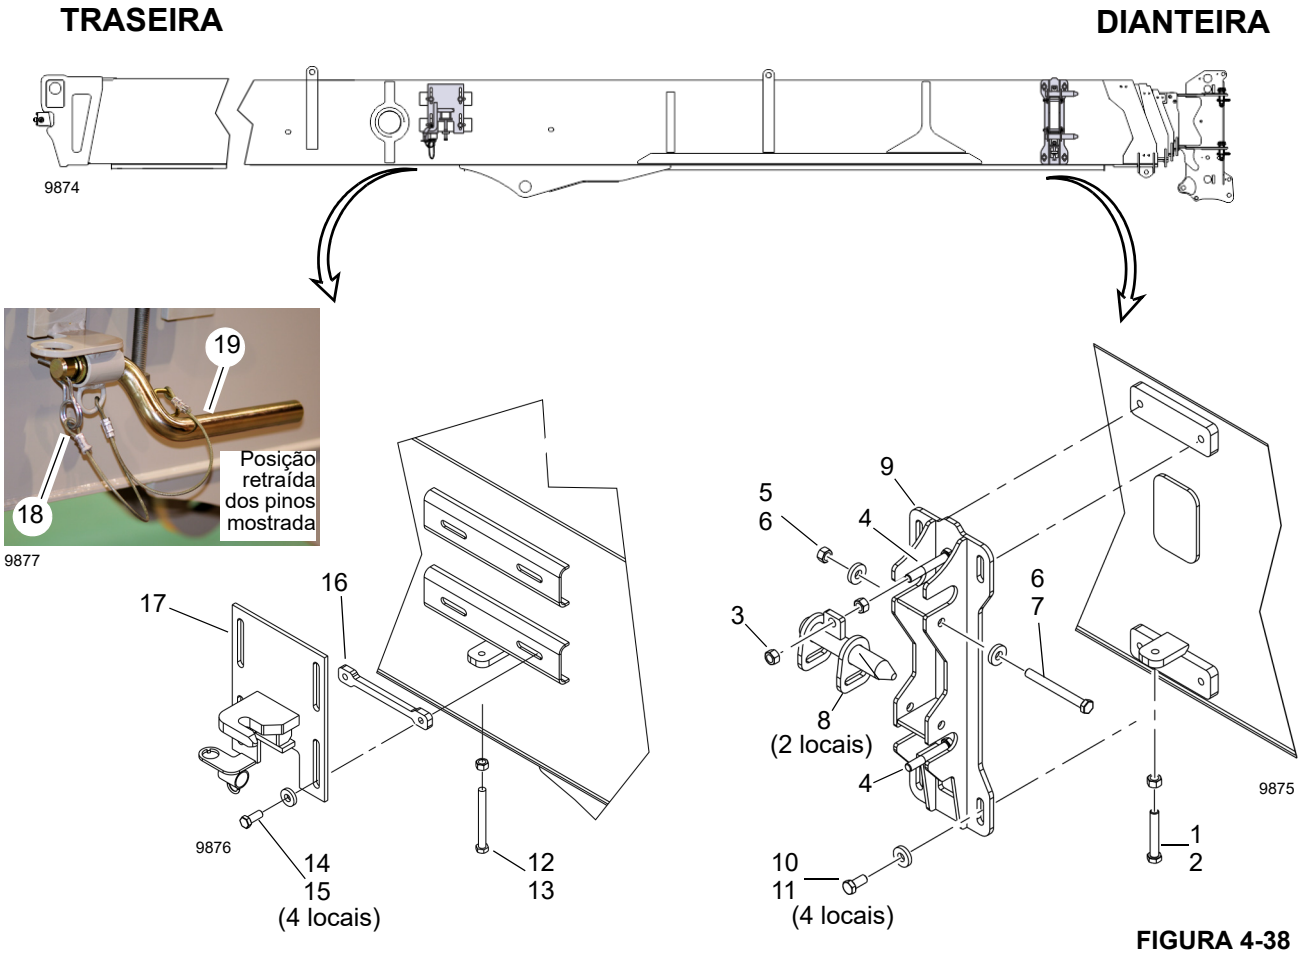
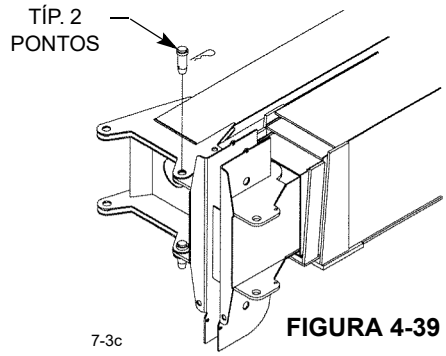
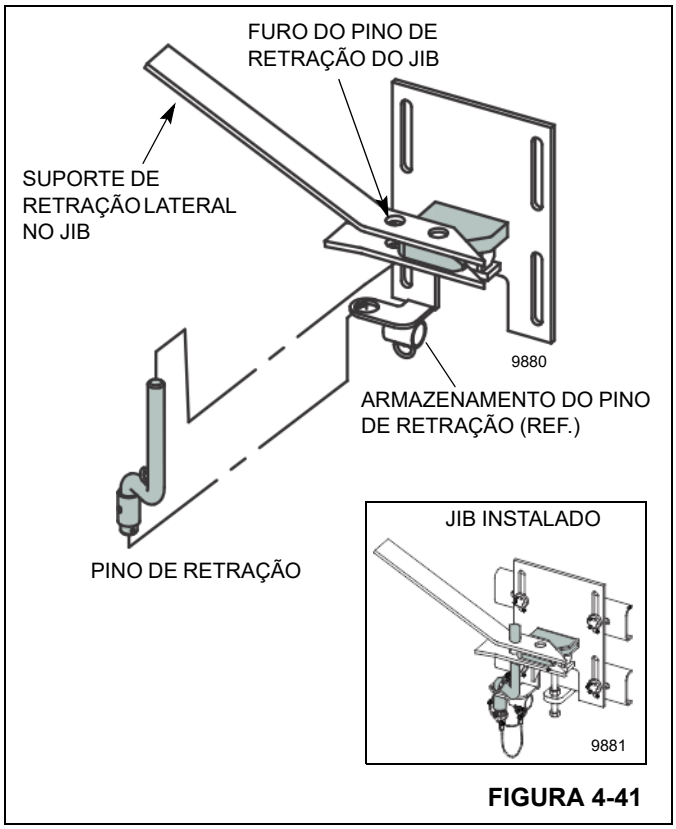

FIGURA 4-38
FIGURA 4-39
FIGURA 4-41
2. Solte a porca sextavada (1, Figura 4-38) e o parafuso (2).
3. Remova as porcas (3) dos parafusos prisioneiros (4).
4. Remova as porcas (5), as arruelas (6), os parafusos (7) e pinos (8) do conjunto do suporte dianteiro (9).
5. Remova os parafusos (10), as arruelas (11) e o conjunto do suporte dianteiro (9) da seção da base da lança.
1. Instale o conjunto do suporte dianteiro (9, Figura 4-38) usando arruelas (11) e parafusos (10).
2. Instale os pinos (8) no suporte de montagem dianteiro (9) usando parafusos (7), arruelas (6) e porcas (5).
3. Instale as porcas (3) nos parafusos prisioneiros (4).
4. Aperte a porca (1) e os parafusos (2) conforme necessário.
2. Se necessário, remova o grampo de mola (18, Figura 4-38) do pino de retração (19). Instale o grampo de mola e o pino de retração na posição de retraída para facilitar a remoção.
3. Solte o parafuso (12) e a porca (13).
4. Remova os parafusos (14), as arruelas (15), a placa (16) e o conjunto de montagem do jib traseiro (17).
1. Se necessário, remova o grampo de mola (18, Figura 4-38) do pino (19). Instale o grampo de mola e o pino de retração na posição de retraída para facilitar a instalação.
2. Instale a placa (16) e o conjunto de montagem do jib traseiro (17) usando arruelas (15) e parafusos (14).
3. Aperte o parafuso (12) e a porca (13) conforme necessário.
2. Usando um guindaste auxiliar adequado, eleve o conjunto do jib e alinhe e prenda o jib à cabeça da polia da lança (Figura 4-39).
a. Solte os parafusos (14, Figura 4-38).
b. Ajuste o parafuso (12) e a porca (13) conforme necessário para ajustar a altura do suporte.
c. Aperte os parafusos (14).
a. Solte os parafusos (10, Figura 4-38).
b. Ajuste o parafuso (2) e a porca (1) conforme necessário para ajustar a altura do suporte.
c. Aperte os parafusos (10).
a. Solte as porcas (5, Figura 4-38).
b. Ajuste as porcas (3) conforme necessário para ajustar a posição horizontal do pino do suporte (8).
c. Aperte as porcas (5).
5. Retraia lentamente a lança até que os suportes de montagem do jib assentem na seção da lança da base traseira. Instale o pino de retração (Figura 4-41). Certifique-se de que o pino de retração esteja alinhado e devidamente assentado no gancho de retração no suporte de montagem do jib traseiro. Ajuste os suportes de montagem do jib dianteiro e traseiro conforme necessário para um alinhamento adequado.
Certifique-se de que o braço esteja assentado firmemente no suporte de montagem do jib traseiro com o pino de retração (Figura 4-41) devidamente instalado antes de remover os pinos do jib (Figura 4-39). O jib pode cair se não estiver corretamente fixado durante o armazenamento e a elevação. Podem ocorrer acidentes pessoais ou morte.
6. Tente remover os pinos do jib (Figura 4-39). Se os pinos estiverem muito apertados, ajuste conforme necessário as posições vertical e horizontal do suporte de montagem do jib dianteiro conforme descrito em etapa 4.
Certifique-se de que os pinos do jib estejam firmemente instalados nos orifícios do jib superior e inferior da ponta da lança (Figura 4-39) antes de remover o pino de retração do suporte de montagem do jib traseiro (Figura 4-41). O jib pode cair se não estiver corretamente fixado durante o armazenamento e a elevação. Podem ocorrer acidentes pessoais ou morte.
13. Retraia lentamente a lança até que os suportes de montagem do jib assentem na seção da lança da base traseira. Instale o pino de retração (Figura 4-41). Certifique-se de que o pino de retração esteja alinhado e devidamente assentado no gancho de retração no suporte de montagem do jib traseiro.